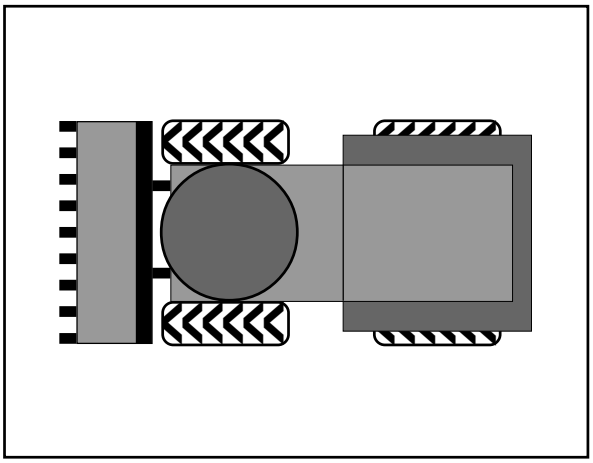

Afbeelding 4-4
- Alle vier de wielen moeten evengroot zijn en hetzelfde PR-getal hebben (Ply-Rating-getal= aantal weefsellagen). Looprichting, indien voorhanden, zie afbeelding 4-4.
(14) Wielmoeren met de hand opschroeven.
(15) Voor-/achteras met krik weer laten zakken.
(16) Wielmoeren met momentsleutel (600 Nm) aandraaien.